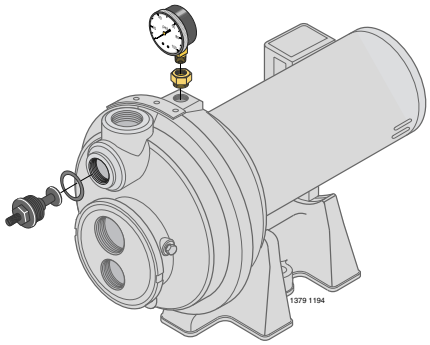

Figura 1: Instale la Válvula de Control y el Medidor de Presión
2. Instale la válvula de control y el medidor de presión en el cuerpo de la bomba (vea la Figura 1).
1. Instale la válvula de control y el medidor de presión en el cuerpo de la bomba (vea la Figura 1).